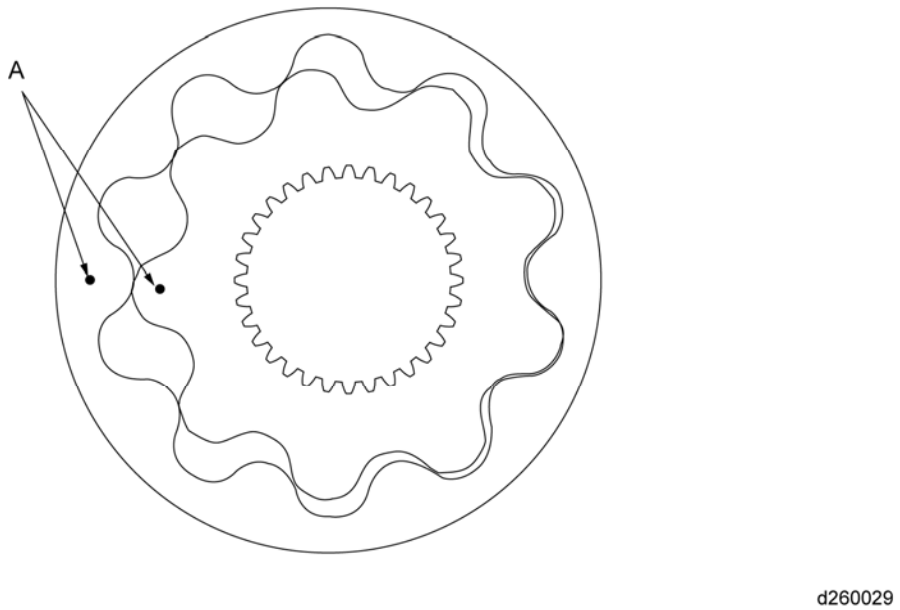

Figure 12 – Installation of Oil Pump Rotors
27. Install the oil pump drive shaft. Make sure the rotors have the sides with the dot (A) facing the oil pump cover. See Figure 12.